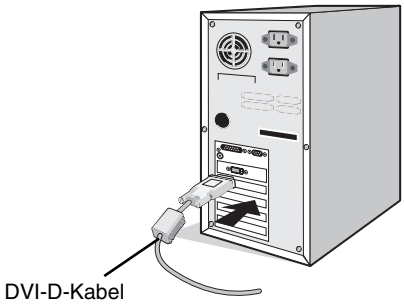

Abbildung A.1
2. **Für PCs mit digitalem DVI-Ausgang:** Verbinden Sie das DVI-D-Kabel mit dem Anschluss der Grafikkarte Ihres Systems (**Abbildung A.1**). Ziehen Sie alle Schrauben fest.